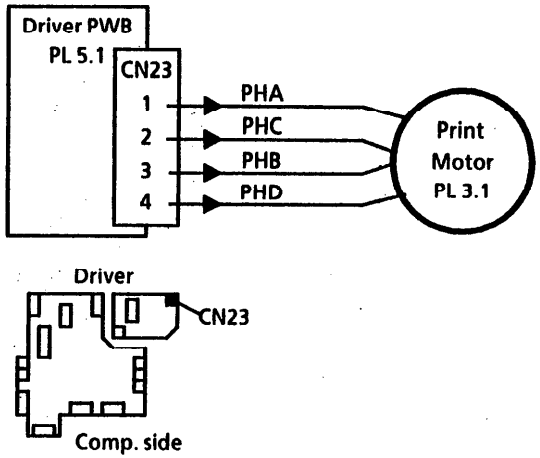

Рис. 1. Двигатель принтера
5. Проверьте сигналы привода двигателя принтера (Рис. 1). Измерьте напряжение между каждым контактом разъема CN23 на драйверной печатной плате и землей.
1. Проверьте заземление лазера (Рис. 1). Измерьте сопротивление относительно земли на контактах 2 и 6 разъема CN10 на драйверной печатной плате.